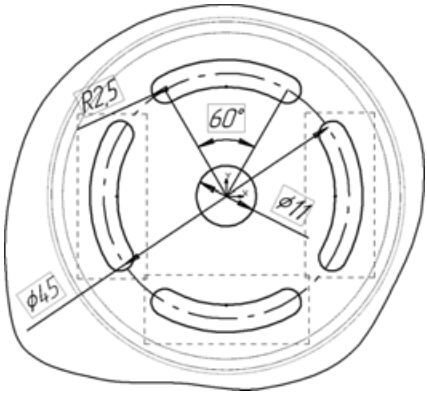

Рис. 5.223
- С помощью команды **Выделить | Рамкой** выделите три паза, как это показано на рис. 5.223. Для того, чтобы случайно не выделить лишние элементы, придется последовательно сформировать три рамки выбора.